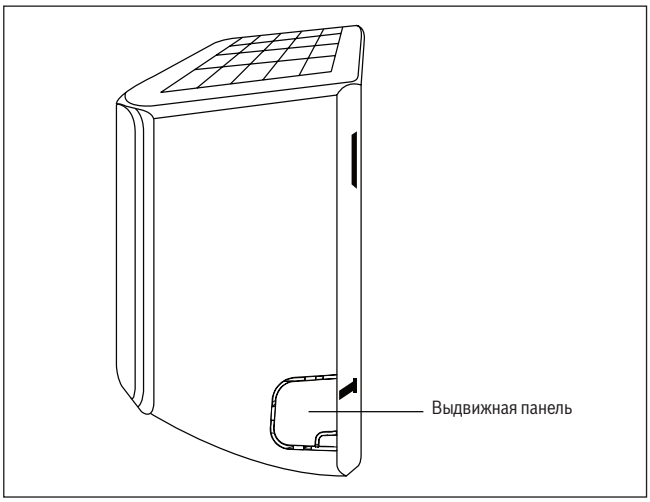

Рис. 12.
2. Если отверстие в стене находится за устройством, то оставьте выдвижную панель на месте. Если отверстие в стене находится с одной из сторон от внутреннего блока, то необходимо снять пластиковую выдвижную панель с этой стороны устройства. (См. **рис. 12**). Таким образом можно выполнить разъем, через который система трубопроводов сможет выходить к блоку. Если пластиковые панели сложно демонтировать вручную, используйте остроносые плоскогубцы.